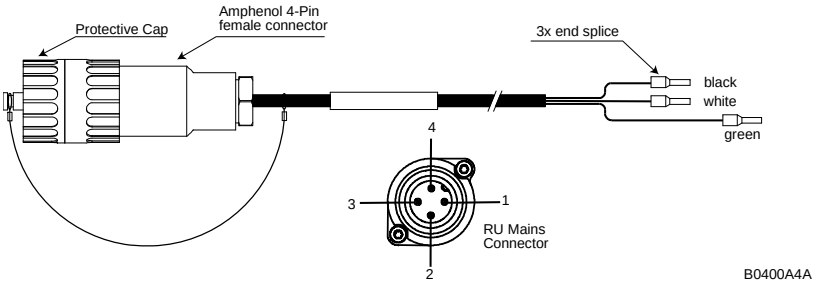
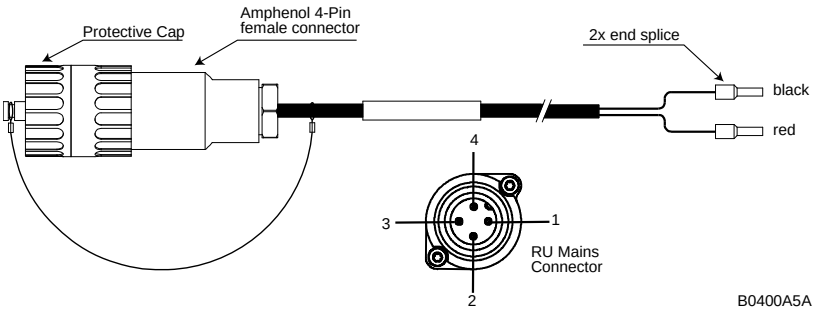
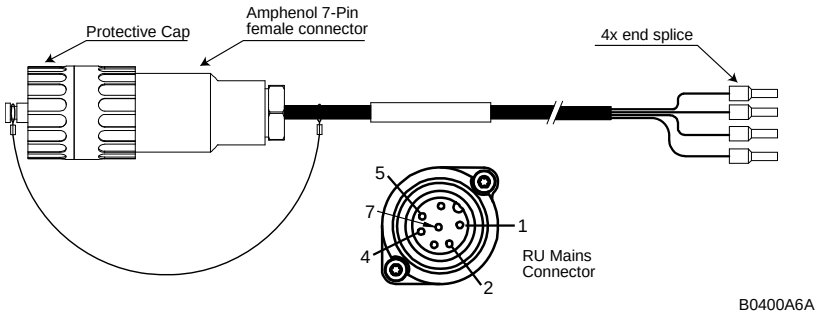

*figure 4-19 AC power cable*
*figure 4-20 DC power cable*
*figure 4-21 Vdc/100 power cable*
4. Wire the power cable to the junction box or receptacle. Refer to the color code and pin numbers shown in figure 4-19 (AC cable), figure 4-20 (DC cable), or figure 4-21 (Vdc/100 cable) depending on the type of power supply used by the unit.